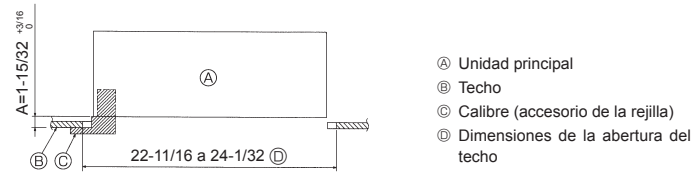

Fig. 4-6
3. Si no puede alinear la unidad principal en el orificio de montaje del techo, se puede ajustar posteriormente gracias a la ranura de la placa de montaje. (Fig. 4-6)